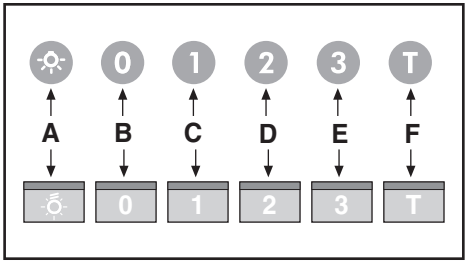

Fig.10
• Comandi luminosi (Fig.10) la simbologia è di seguito riportata: